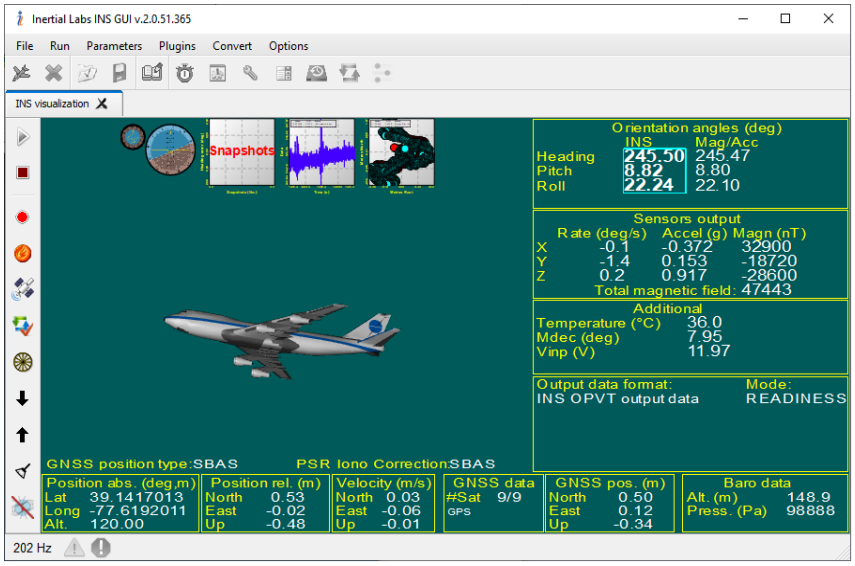

**Fig. 5.1.**
"**INS 3D GUI"** is the default variant of the INS visualization in which current orientation angles of the INS are shown as spatial orientation of an airplane (see Fig. 5.1). To go to this visualization style, select **"INS visualization"** from the **"Run"** menu (Fig. 3.3), or select the icon on the toolbar, or press the **F4** button.
**Current orientation angles are displayed in the upper right part of the window (Fig. 5.1)**, while position and velocity data are displayed in the bottom part of this window. Additional displayed data depend on the selected output data format (see Appendix C for description of data formats). If default "INS OPVT Output" data format is chosen, then the following data are displayed in the right part of the window shown in Fig. 5.1:
**Current position and velocity are displayed in the bottom part of window in Fig. 5.1:**
**Detailed information about quality of GNSS solution placed above the position and velocity columns in the bottom part of window in Fig. 5.1:**